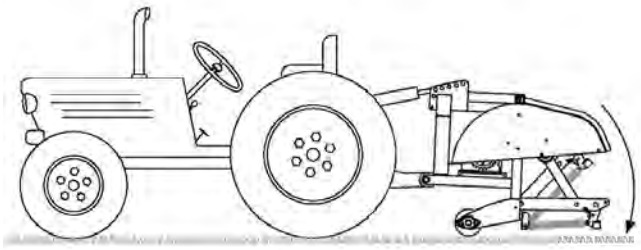

Figur 11
4. Sænk dybdelufteren ned på jorden, og forlæng topforbindelsescylinderen eller den øverste forbindelse helt (Figur 11).